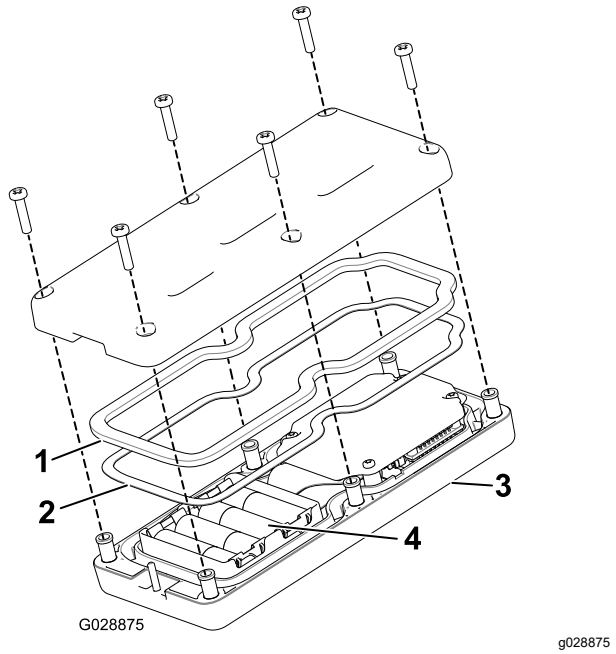

Figuur 20
2. Let op de polariteit van de batterijen terwijl u deze plaatst. Op het draagtoestel staat de polariteit van de contacten aangegeven (Figuur 20).
3. Zorg ervoor dat de stalen pakking en de rubberen afdichting in de groef in de afstandsbediening zitten en plaats het achterdeksel op zijn plaats (Figuur 20).
4. Bevestig het deksel met 6 schroeven (Figuur 20) en draai ze vast met een torsie van 1,5 tot 1,7 N·m.